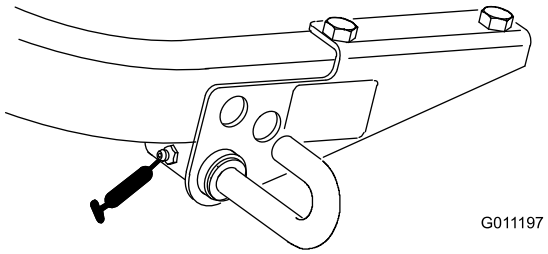

Figur 31
- Låsespak for klipping (Figur 31).